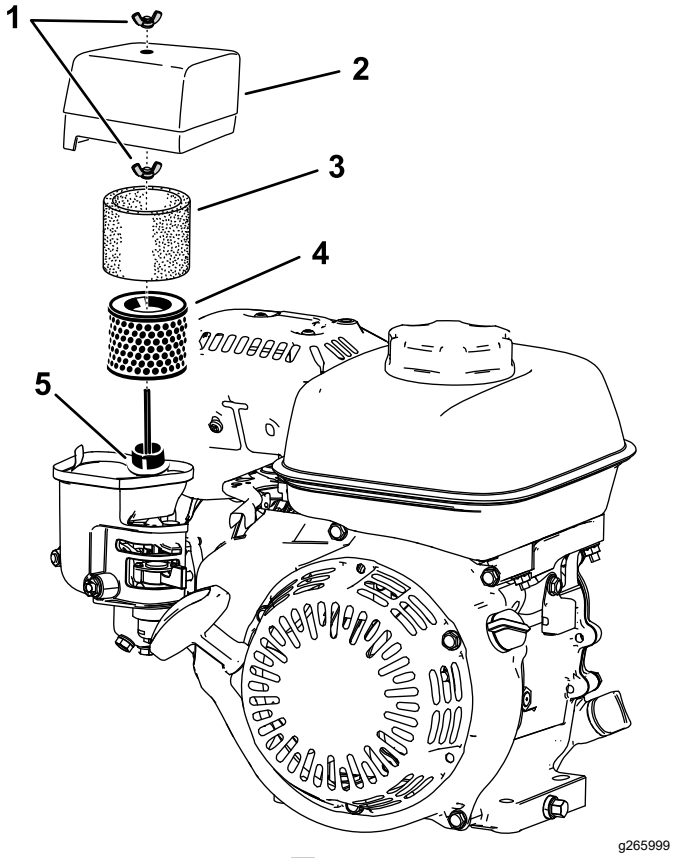

図 17
2. エアクリーナカバーを固定している蝶ナットを外す図 17。